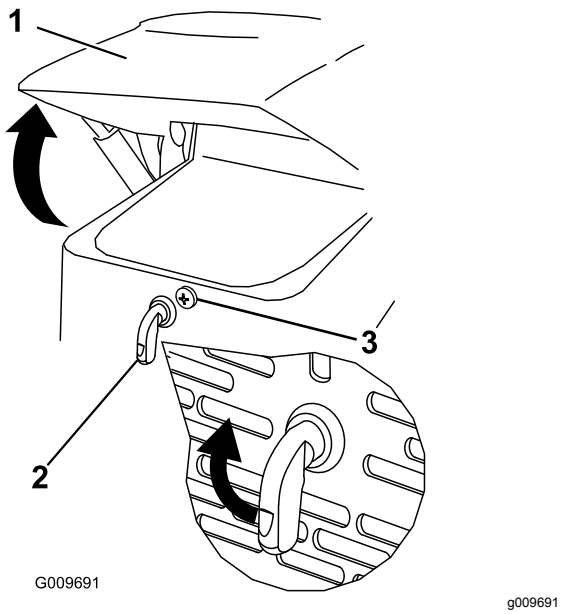

**Figur 23**
1. Lossa motorhuvens låsskruv (Figur 23)
2. Vrid motorhuvsspärren medurs (Figur 23).
3. Sväng upp motorhuven (Figur 23).
3. Dra åt motorhuvens låsskruv och fäst spärren (Figur 23).